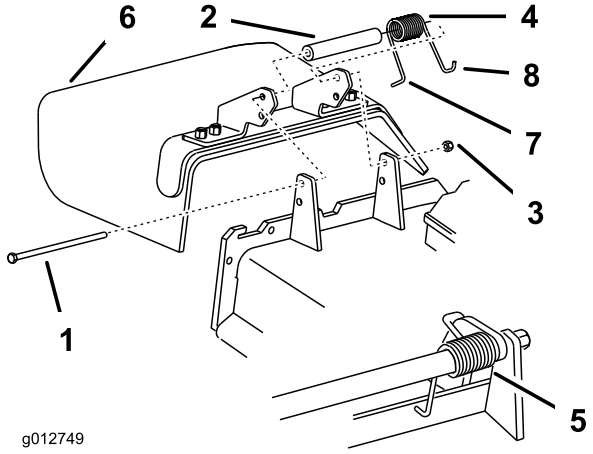

Figuur 90
1. Verwijder de borgmoer, bout, veer en afstandsstuk waarmee de bevestigingen van de grasgeleider vastzitten op de draaibeugels (Figuur 90). Verwijder een beschadigde of versleten grasgeleider.
Opmerking: Zorg ervoor dat het **L**-vormige einde van de veer is gemonteerd achter de rand van het maaidek voordat u de bout plaatst zoals wordt aangegeven in Figuur 90.
3. Monteer de bout en de moer. Plaats het **J**-vormige haakeind van de veer om de grasgeleider (Figuur 90).